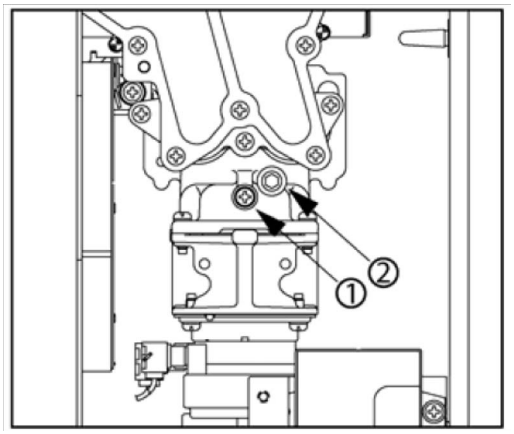

Fig. 5
- 5.The manifold pressure will also have to be checked using a manometer (digital manometer is suggested). In order to check the gas manifold pressure, two taps are provided on the gas valve inside the unit (Fig. 5). The pressure can checked either by removing the hex head Philips screw and connecting a manometer with a silicon tube, or by removing the 1/8" NPT screw with an Allen wrench and connecting the appropriate pressure gauge. Be sure to zero out the manometer before attaching it to the tap.